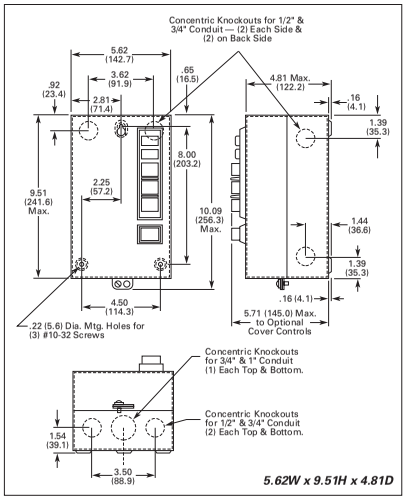

Figure 15-1. Box 1, Type 1 — Approximate Dimensions in Inches (mm)
② Contact Eaton for Box Dimensions not shown in **Figures 15-1** to **15-72**.